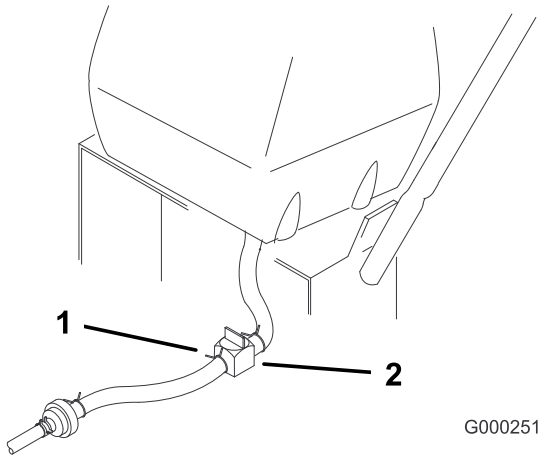

Figura 36
2. Cierre la válvula de cierre de combustible del depósito de combustible (Figura 36).
3. Apriete los extremos de la abrazadera y deslícela por el tubo alejándola del filtro (Figura 36).
4. Retire el tubo de combustible del filtro (Figura 36). Abra la válvula de cierre del combustible y deje que la gasolina se drene en un recipiente.
3. Cierre la válvula de cierre de combustible del depósito de combustible (Figura 36).
7. Abra la válvula de cierre de combustible del depósito de combustible (Figura 36).